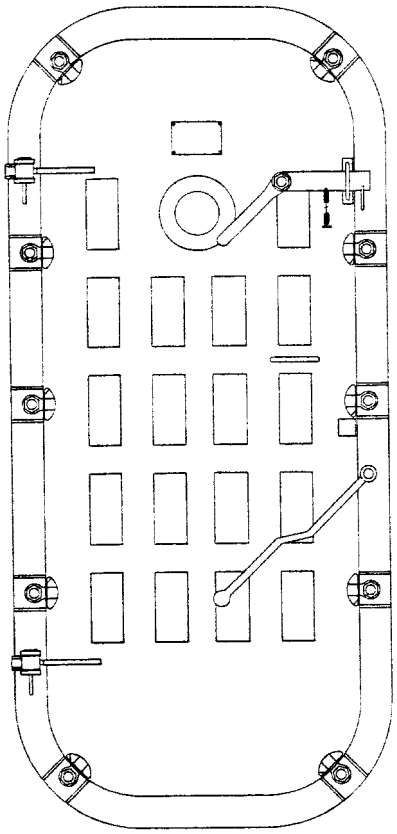
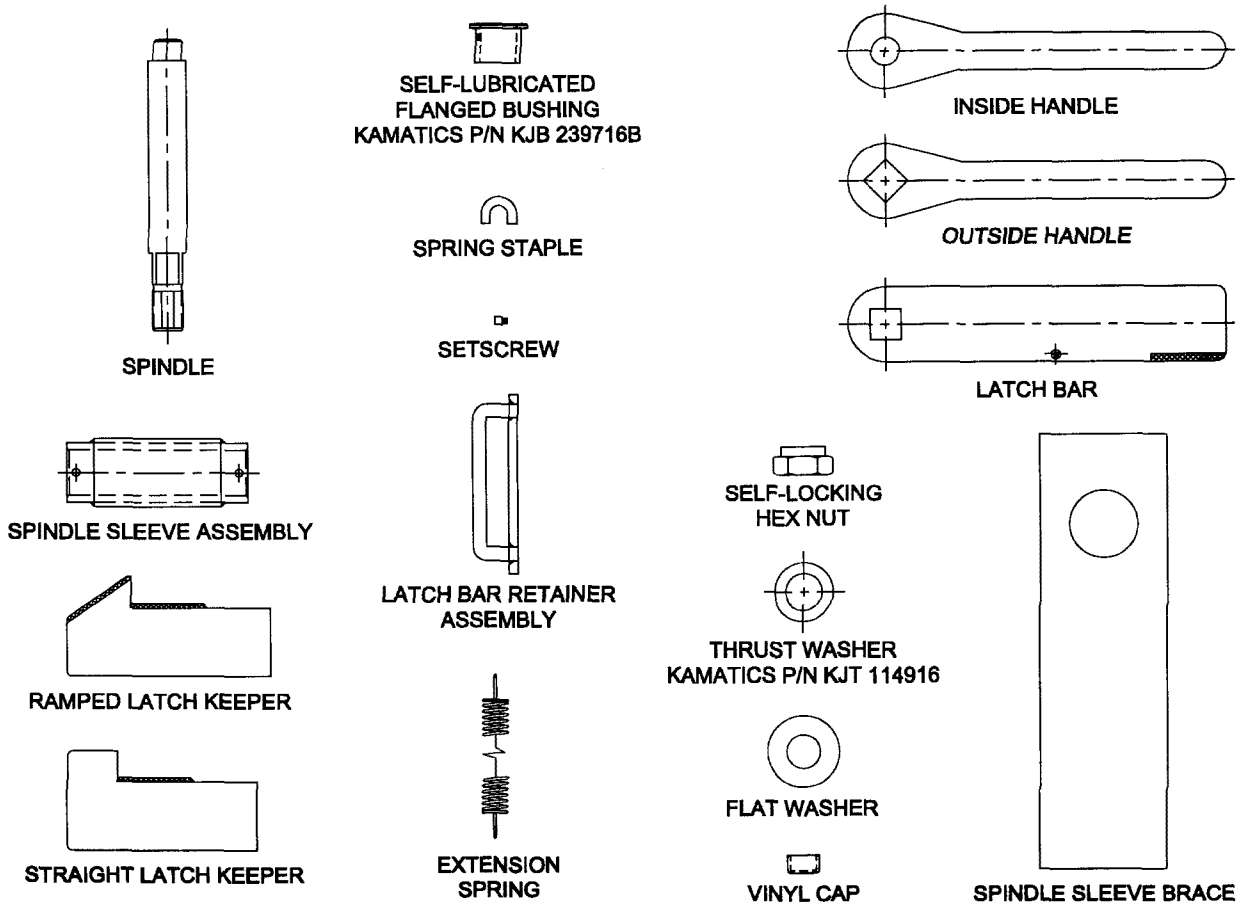

Figure 6-1. Door Latch Device
Figure 6-2. Latch Device Assembly Replacement Parts
With the exception of the keeper, parts for the CPS latch and the dog assist latch are identical, and are illustrated in figure 6-2. The latch is designed to require little maintenance. The two flanged bushings used are self-lubricating and are the exact same bushings used in the quick-acting door operating handle sleeve. The bushings are equipped with an external O-ring and an internal T-seal to provide a watertight seal for the spindle sleeve. The commercial off-the-shelf type extension spring is externally mounted and easily repaired or replaced. All components of the latch assembly are CRES 316 and do not require preservation. Replacement parts are available in the Navy Stock System and can be identified on the applicable Allowance Parts List (APL).
b. See figure 6-1 and figure 6-2 for identification of components, and inspect latch for the following: